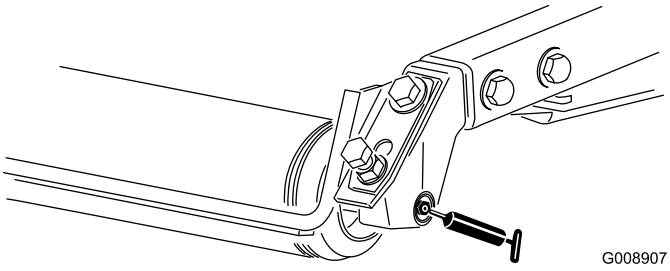

Figur 38
- Bakre valselagre (2 per klippeenhet) (Figur 38)